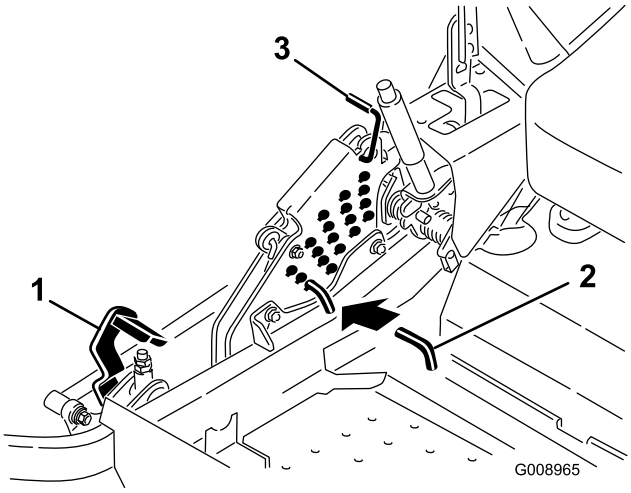

Figur 84
5. Skjut däcklyftpedalen hela vägen framåt så att däcket låses i transportläget (14 cm) (Figur 84).